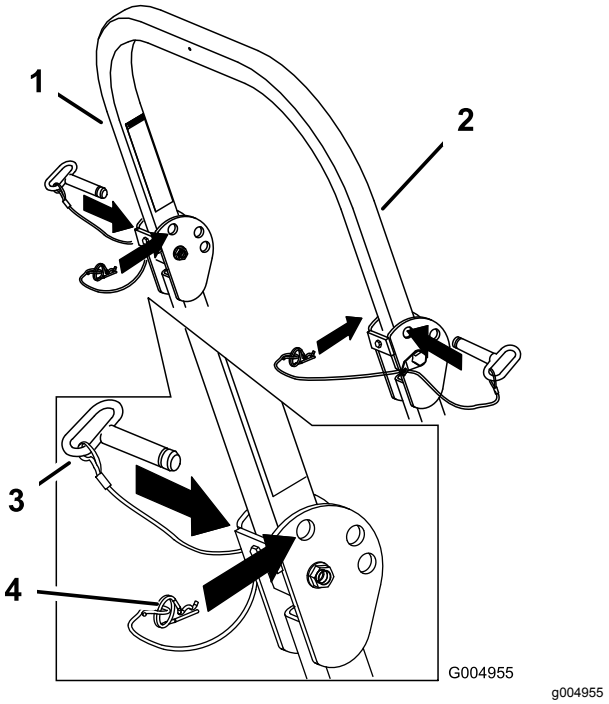

Figur 11
1. Ta bort hårnålssprintarna och de två tapparna (Figur 11).
3. Montera de två tapparna och fäst dem med hårnålssprintarna (Figur 11).
2. Fäll upp störtbågen till upprätt läge, montera de två tapparna och fäst dem med hårnålssprintarna (Figur 11).